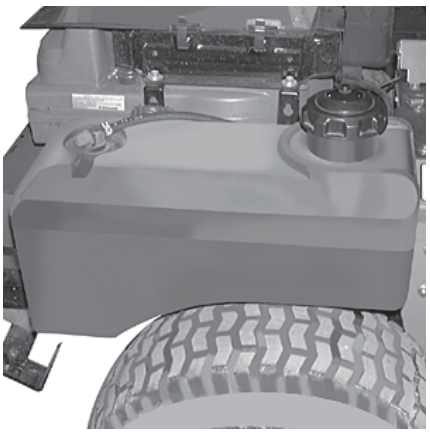

Figura 4
8. **Válvula de aislamiento del combustible:** (Vea la Figura 4.) Situada atrás del asiento del operador, la válvula tiene tres (3) posiciones: «apagar», «Tanque izquierdo», «Tanque Derecho». Cierre esta válvula si no va a hacer funcionar el cortacésped por un período de 30 minutos o más para prevenir que el motor se ahogue. El circuito de combustible opera bajo presión cuando el motor está funcionando.